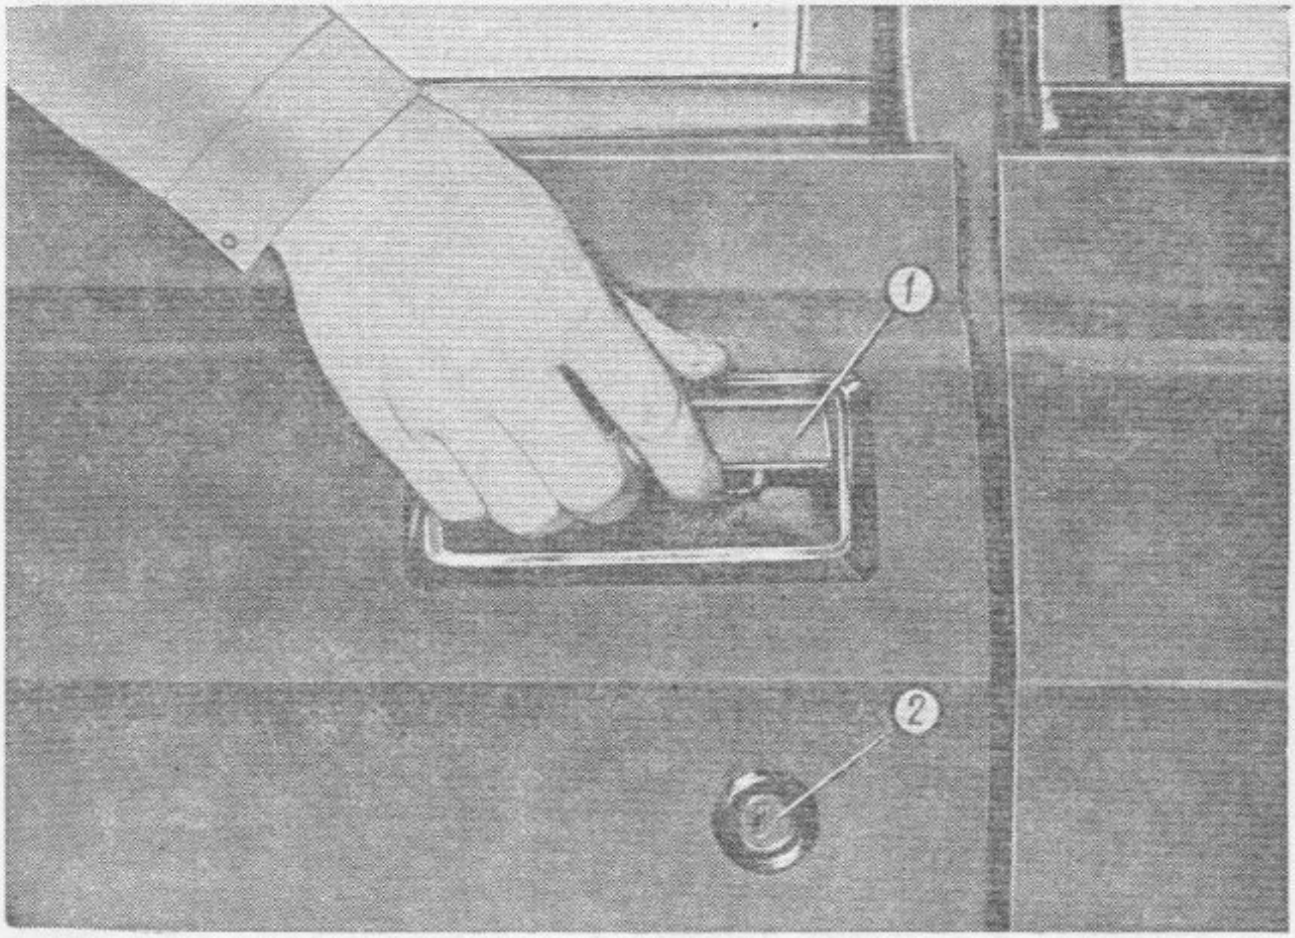

Bild 8. Außengriff der linken Vordertür:
1. Auf der Außentafel einer jeden Seitentür des Kraftwagens ist Griff *1* (Bild 8) vorhanden, der dazu dient, die Türverriegelung zu befreien und die Tür zu öffnen. Auf der linken Vordertür ist unter dem Griff Türschloß *2* angeordnet, welches mit einem Schlüssel betätigt wird.